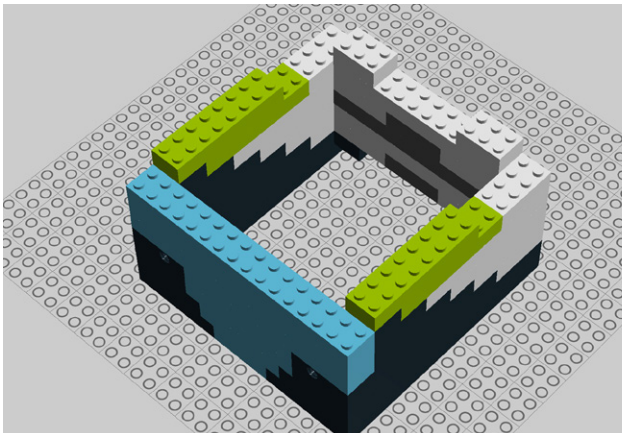

Figure 9-36. *Step 31: Reinforcing things with four 2x8 bricks*
31. Add four 2x8 bricks. These monsters are great for reinforcing your model (Figure 9-36)!